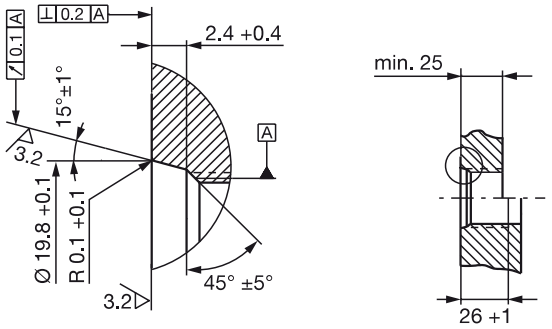
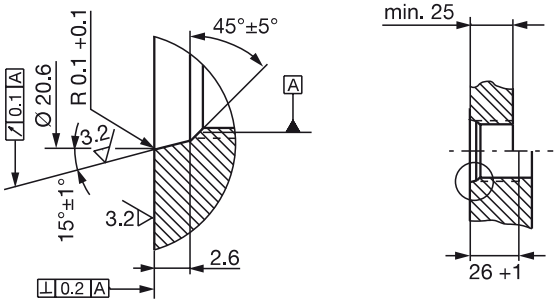
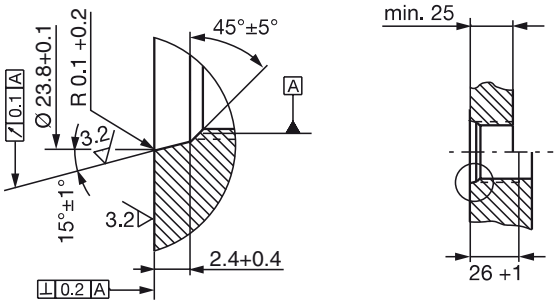

Fig. 4-3: Mounting hole M18×1.5 per ISO 6149 O-ring 15.4×2.1
Fig. 4-4: Mounting hole 3/4”-16UNF per SAE J475 O-ring 15.3×2.4
Fig. 4-5: Mounting hole M22×1.5 per ISO 6149 O-ring 19.3×2.2
- ► Make a mounting hole with thread (possibly with countersink for the O-ring) acc. to Fig. 4-3, Fig. 4-4 or Fig. 4-5.